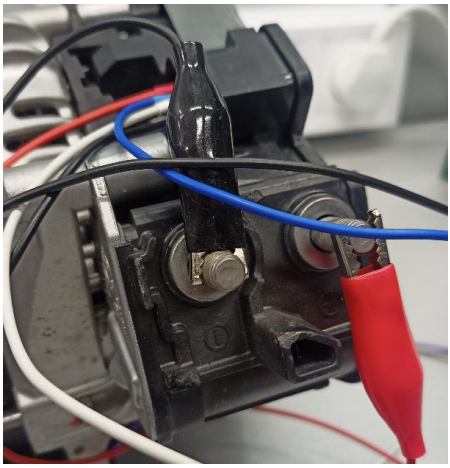

Рисунок 29. Підключення діагностичного кабелю до силових клем
2.2. Підключіть червоний затискач до «**B+**», а чорний затискач до «**B–**» — до силових клем генератора (див. рис. 29).